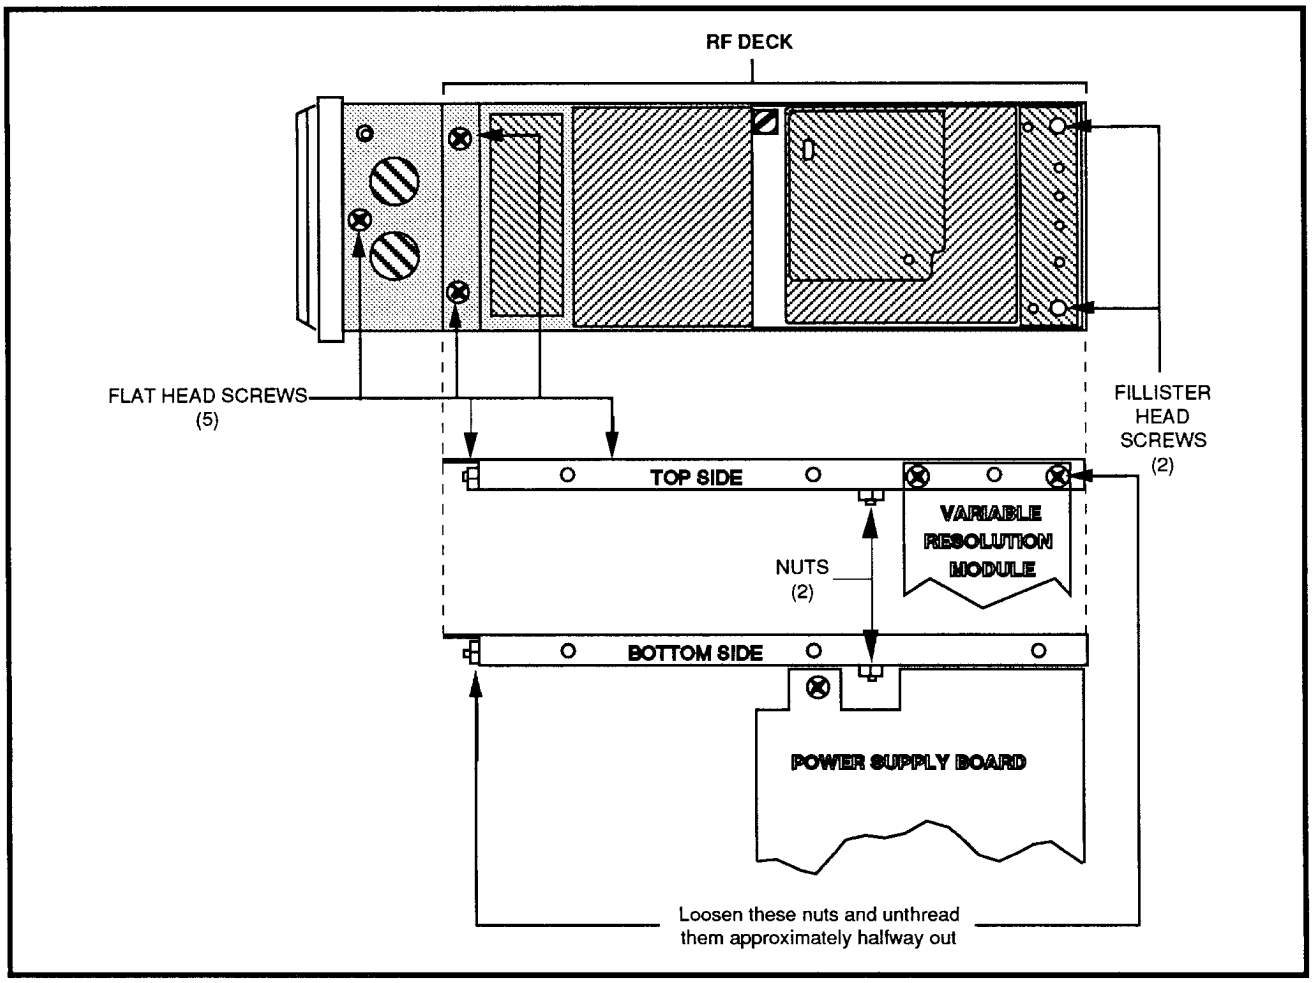

Figure 5-9. RF Deck screws and nuts.
9. Remove the seven screws and two nuts shown in Figure 5-9.
10. Loosen the two nuts shown in Figure 5-9.